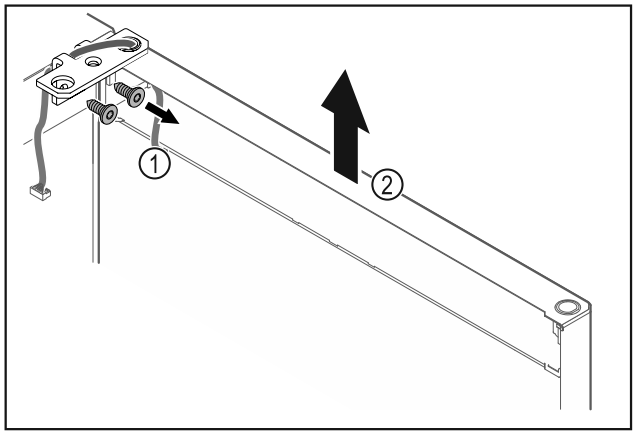

Fig. 18
- ▶ Отвинтите шарнирные уголки *Fig. 18 (1)*.
- ▶ Дверь вместе с шарнирными уголками поднимите строго вертикально вверх *Fig. 18 (2)* приблизительно на 200 мм и снимите.